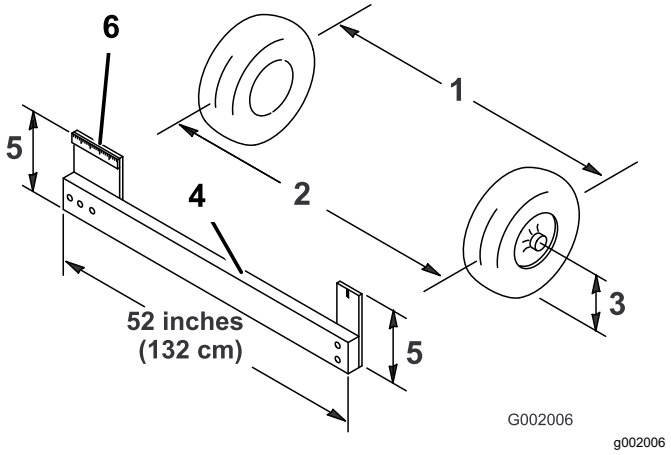

Figure 47
4. Measure the distance between both the front tires at the axle height at both the front and rear of the front tires (Figure 47).
Note: You will need a fixture or alignment gauge for measuring the rear of the front tires at axle height. Use the same fixture or alignment gauge to accurately measure the front of the front tires at axle height (Figure 47).